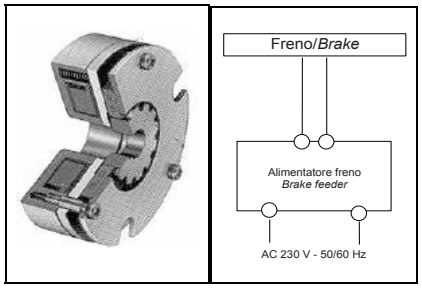

Fig. E.03.1
I freni elettromagnetici adottati per questa serie di motori sono di stazionamento, a bassa inerzia e ad azione frenante per mancanza di alimentazione (fig. E.03.1). Normalmente il freno è dimensionato in modo tale da fornire una coppia statica circa uguale a quella nominale del motore. Tuttavia, data l'elevata coppia sviluppata dai motori **VECTOR-SPEED**, per alcune grandezze il freno standard non raggiunge i valori nominali del motore. In tal caso, si possono utilizzare altri tipi di freni (contattare SICME MOTORI).
Per i freni del tipo R e K di serie è fornito l'apposito alimentatore con ingresso in corrente alternata a 220 V 50/60 Hz e uscita a 96 V dc (fig. E.03.1).
*The electromagnetic brakes adopted for this series of motors are for parking, with low inertia and fail safe type (fig. E.03.1). Normally the brake is dimensioned in such a way to create a static force equal to about the nominal one of the motor. However, due to the very high torque given by **VECTOR-SPEED** motors, for some sizes the standard brake cannot reach the nominal values of the motor. In that case, other types of brakes can be used (please ask SICME MOTORI directly).*
Brakes types R and K are supplied with a specific power supply with input at 220 Vac, 50/60 Hz and output at 96 Vdc (fig. E.03.1). Brakes with supply 24 Vdc (NIA types) are supplied without any specific power supply.